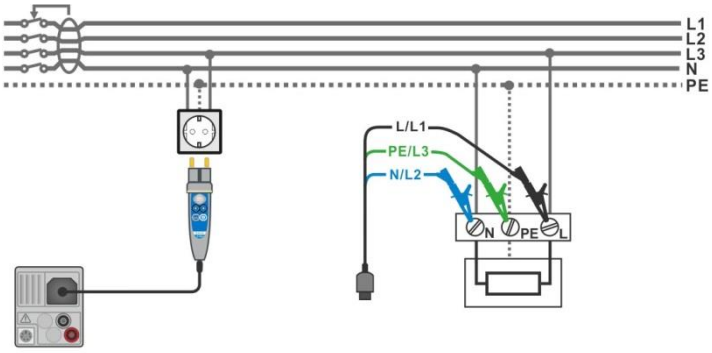

Figure 4.97: AUTO TN (RCD) measurement
- Connect test leads or Plug commander to the object under test, see ***Figure 4.97***.